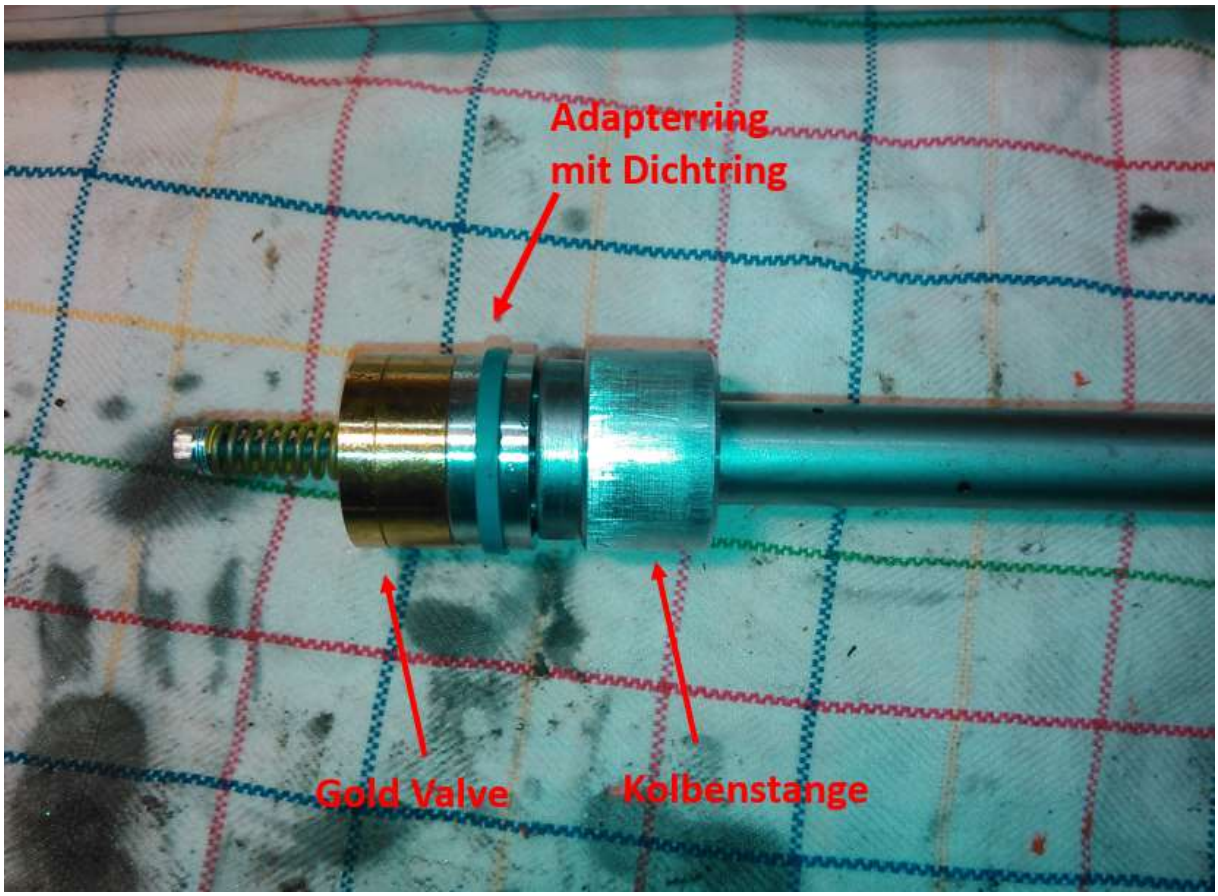

Bild 3: Dämpferstange (ohne Federn etc.) mit Adapterring und Gold Valve
8. Ist das Gabelbein wieder zusammengebaut, den Adapterring einsetzen. Unbedingt darauf achten, dass dieser gerade auf dem Dämpferkolben aufliegt!! Der Adapterring verbleibt in der Gabel, wenn im späteren Verlauf der Gold Valve Emulator zur Einstellung wieder herausgefischt wird. Im Prinzip sieht das aus wie in Bild 3.